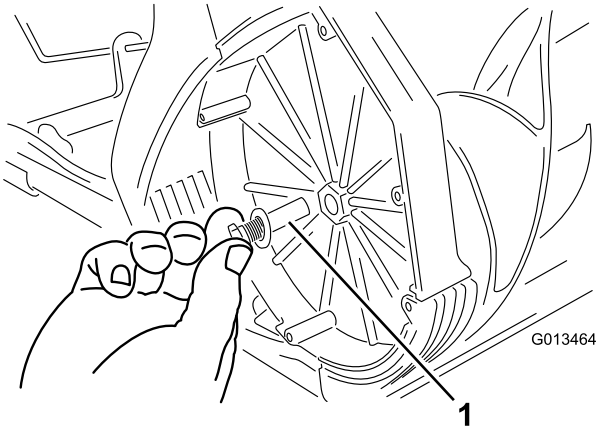

**Figur 16**
2. Ta bort rotorpinnen (Figur 16).